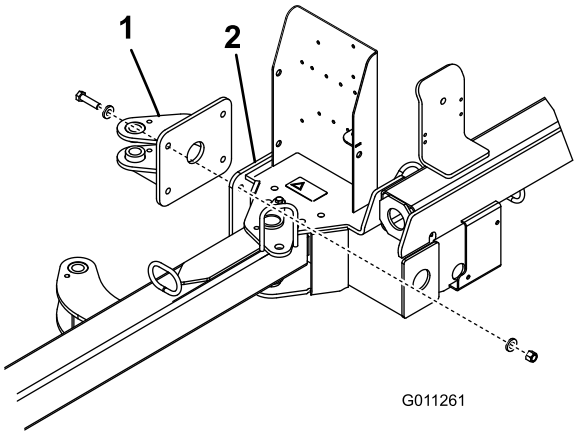

Figur 5
1. Montera det bakre ledfästet på uppsamlarens ram med fyra (4) 1/2 x 2 tums bultar, åtta (8) 0,531 x 0,063 planbrickor och fyra (4) 1/2 tums låsmuttrar. Placera komponenterna i enlighet med Figur 5.